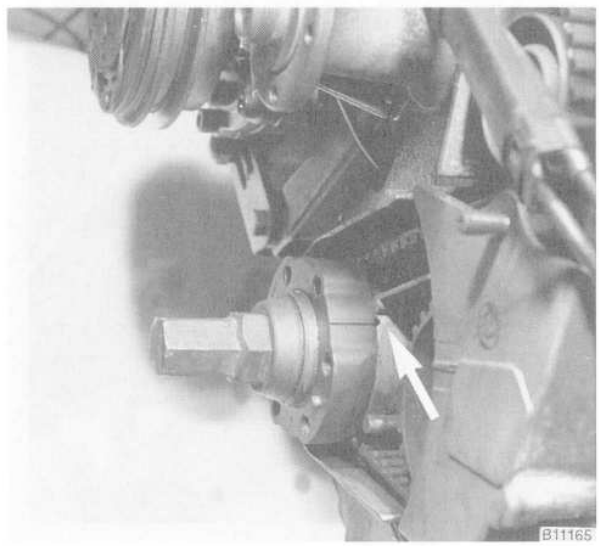

Fig. 7. Crankshaft hub aligned with mark on front engine cover (**arrow**).
1. Check that the crankshaft and camshaft timing marks are correctly aligned. See Fig. 4 above. Also check that the notch on the inner cover aligns with the mark on the sprocket. See Fig. 7.